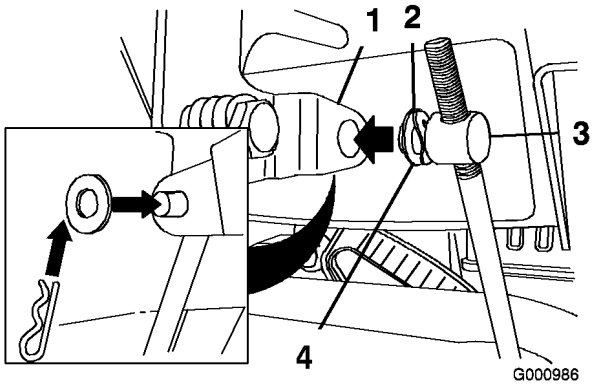

Figur 6
3. Ta bort hårnålssprinten och den yttre brickan från skruvleden på hastighetskontrollstångens övre ände (Figur 6).
Obs: Monteringen går lättare om du låter vågbrickan och planbrickan sitta kvar på skruvleden (Figur 6).
6. Lyft upp hastighetskontrollstången och för in skruvleden i hålet i växelväljaren (Figur 6).